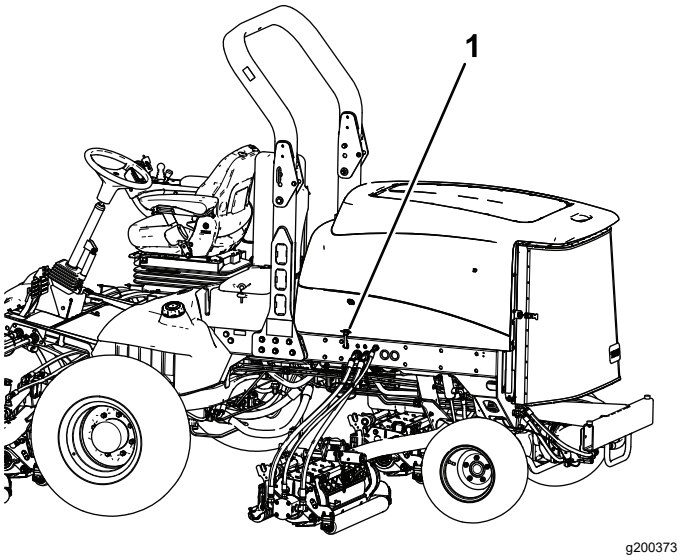

Figur 4
1. Fjern motorhjelmslåsen fra hjelmlåsebeslaget (Figur 4).